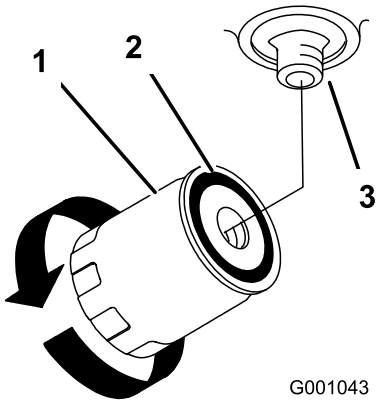

Figur 69
3. Påfør et tyndt lag hydraulikvæske på gummipakningen på det nye filter (Figur 69).
7. Fyld hydrauliktanken med hydraulikvæske, indtil væsken flyder over filteret, og drej dernæst oliefilteret med uret, indtil gummipakningen berører filteradapteren. Stram dernæst filteret yderligere 1/2 omgang (Figur 69).